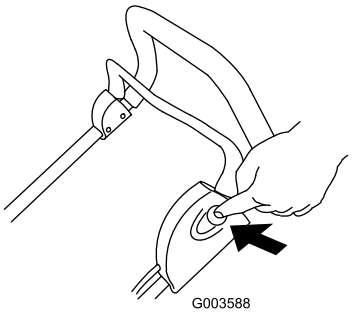

Bild 15
3. Drücken Sie die Taste links am Griff und halten Sie sie gedrückt (Bild 15).